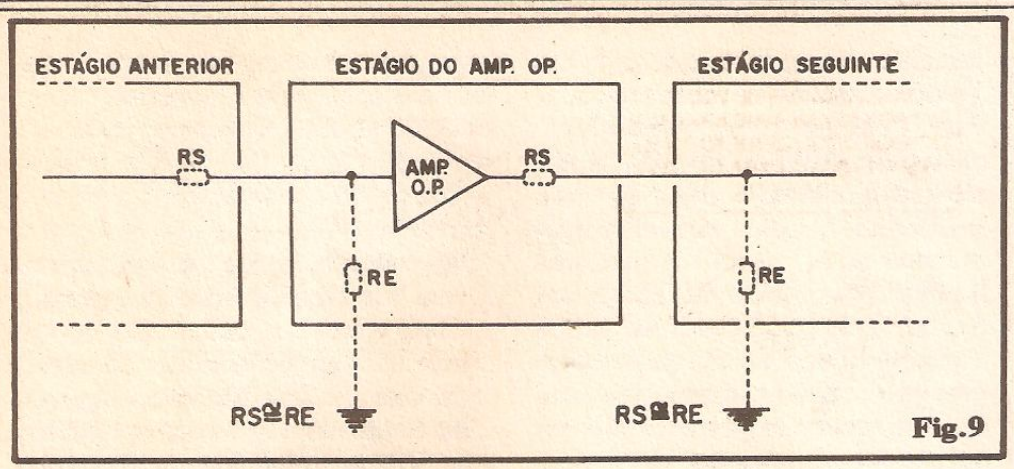

Fig.9
- FIG. 9 - FALANDO SOBRE AS (IMPORTANTES) IMPEDÂNCIAS DE ENTRADA E SAÍDA - Já dissemos, quando comentamos os parâmetros e limites do 741, que a impedância nas Entradas é muito alta, e a de Saída muito baixa... Observem agora o diagrama de blocos da figura, onde os símbolos RS codificam impedâncias "de saída", enquanto que RE indicam impedâncias "de entrada"... Para que haja perfeita "transferência" de energia entre estágios anteriores, posteriores, e os respectivos terminais do 741, o ideal seria que a impedância de Saída (RS) do estágio anterior fosse igual à de Entrada (RE) do 741. Também conviria que a impedância de Saída (RS) do 741 "batesse" com a de Entrada (RE) do estágio seguinte... Nem sempre tais "casamentos" são rigorosamente possíveis nos circuitos práticos, portanto, a nível de aplicações e projetos, devemos considerar o seguinte:
- A alta impedância de Entrada (RE) do 741 permite que o Amp.Op. não "carregue", não "roube" muita energia dos eventuais estágios anteriores (fornecedores de sinal ou de nível de Tensão às Entradas do Amp.Op.).